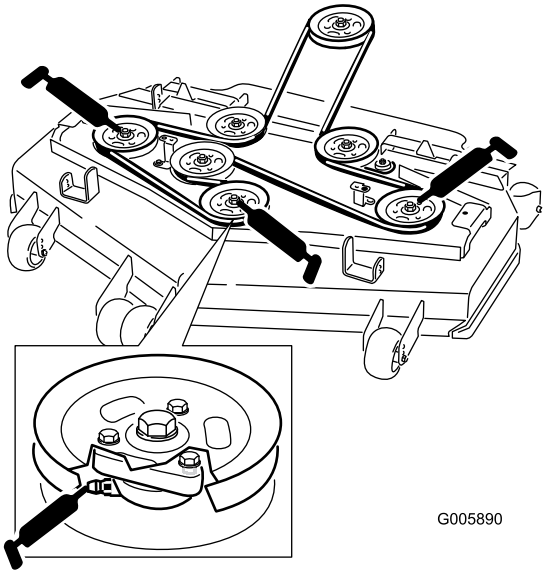

Figuur 28
4. Smeer de drie aslagers onder de poelies totdat er vet bij de onderste afdichtingen naar buiten komt (Figuur 28).
5. Pomp vet in de smeernippels op de duwarmen (Figuur 28).